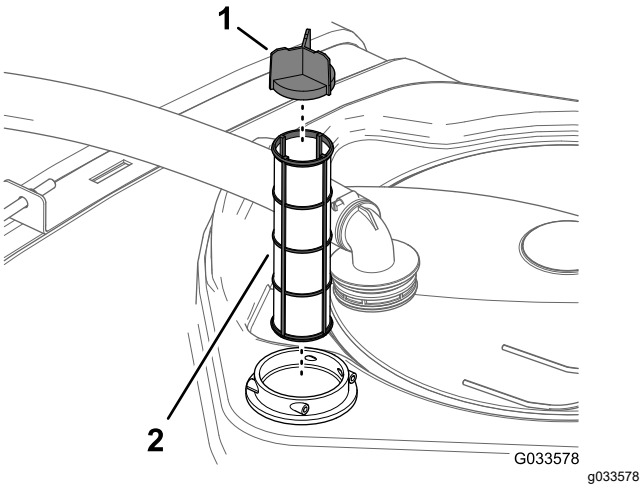

**Bild 113**
4. Entfernen Sie den alten Saugfilter aus dem Filtergehäuse im Behälter (Bild 113).